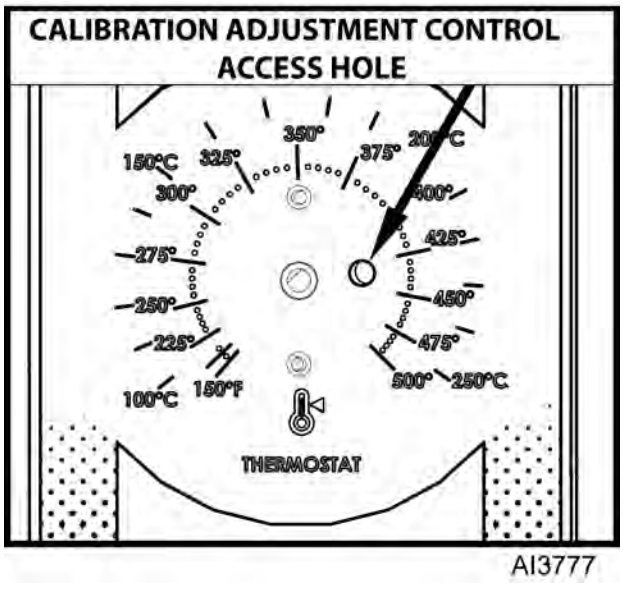

Fig. 56
2) Access adjustment potentiometer located at 3 o'clock position (Fig. 56).